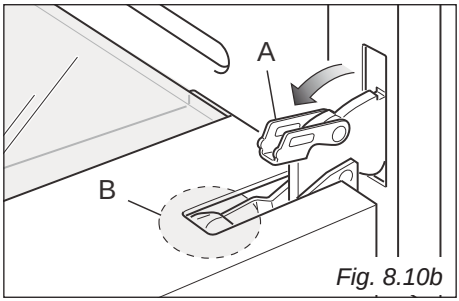
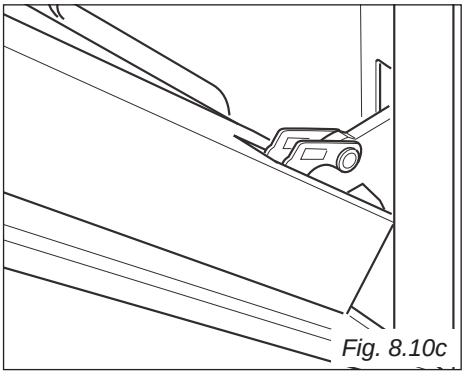

Fig. 8.10b
Fig. 8.10c
- Open the lever "**A**" completely on the left and right hinges (fig. 8.10b).
- Gently close the door (fig. 8.10c) until left and right hinge levers "**A**" are hooked to part "**B**" of the door (fig. 8.10b).